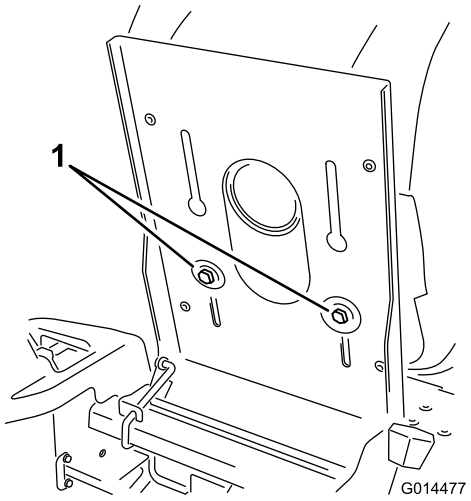

Figur 24
1. Hæv sædet, og løsn justeringsboltene nok til, at sædet kan bevæges (Figur 24).